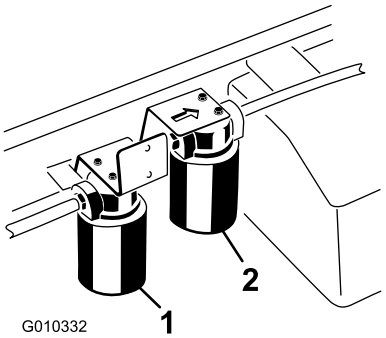

Figur 74
2. Rengør området omkring det sted, hvor filteret er monteret. Anbring en drænbakke under filteret, og afmonter filteret (Figur 74).